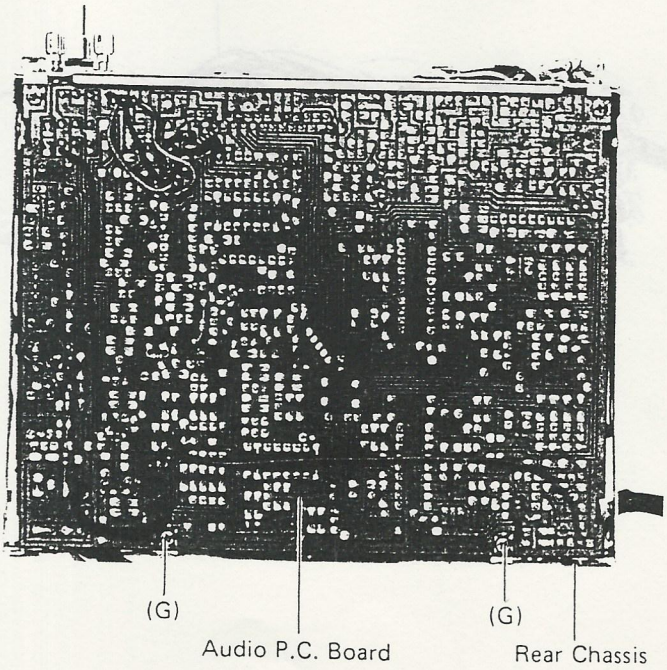

Figure 7
(3) Remove two screws (G) shown in Figure 7.
(4) Remove the rear chassis.